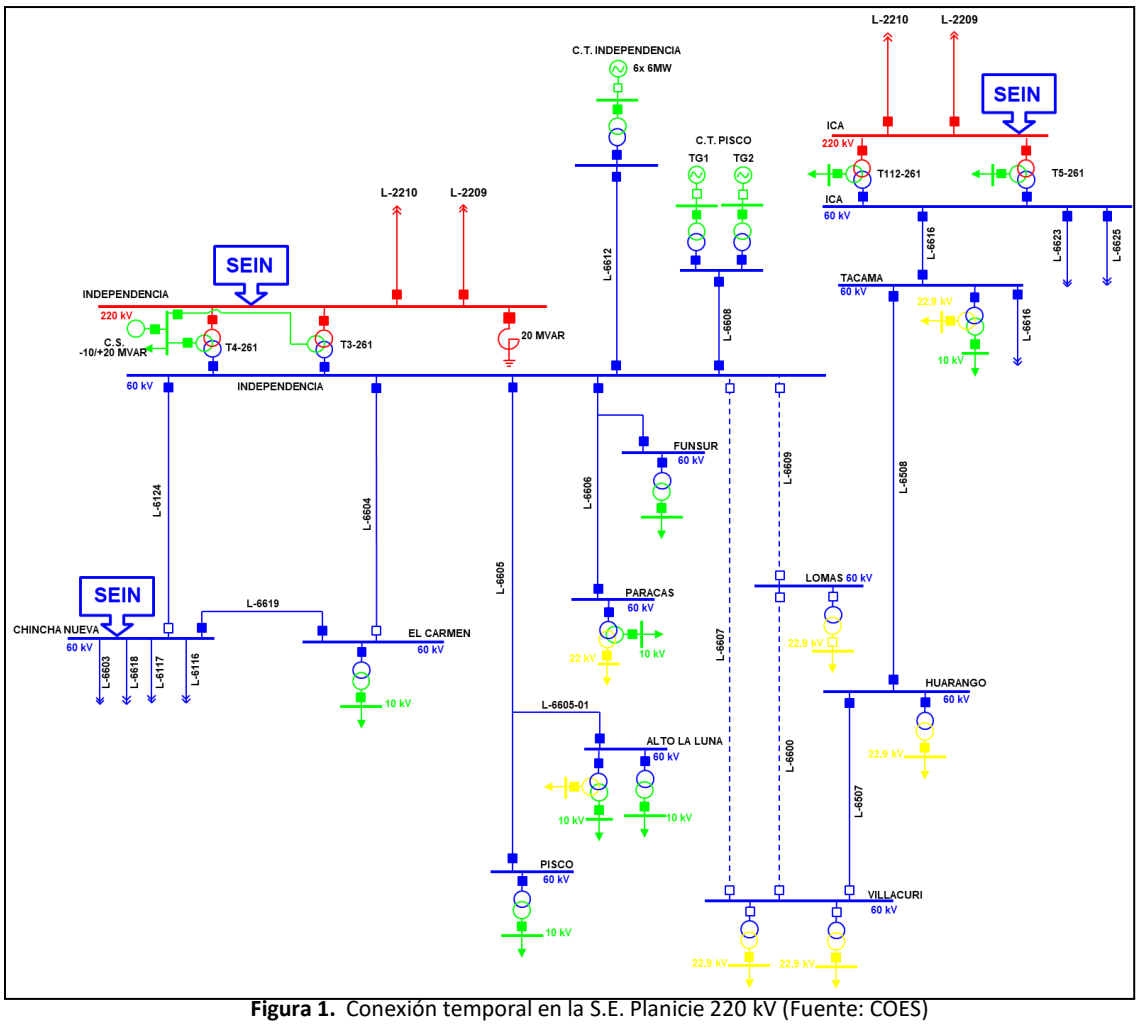

Figura 1. Conexión temporal en la S.E. Planicie 220 kV (Fuente: COES)
11.1 De acuerdo con lo informado por la empresa COELVISAC, el día 03.03.2024, las líneas L-6609 (Independencia – Lomas) y L-6607 (Independencia – Villacuri) de 60 kV se encontraban fuera de servicio por mantenimiento programado. Asimismo, durante este periodo, la demanda de la S.E. Huarango quedó suministrada desde la S.E. Tacama 60 kV a través de la línea L-6508 (Tacama -Huarango) de 60 kV (ver Figura 1).